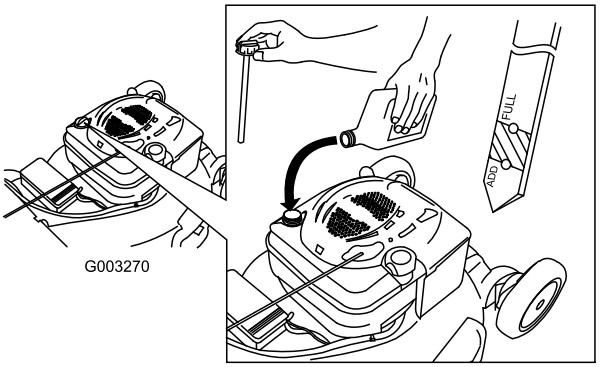

Figuur 6
2. Neem de peilstok eruit (Figuur 6) en giet ongeveer 3/4 van de capaciteit van het oliecarter in de vulbuis.
5. Haal de peilstok eruit en controleer het oliepeil; zie Figuur 6.
- Als het oliepeil te laag is, giet u langzaam een kleine hoeveelheid olie in de vulbuis. Herhaal vervolgens stappen 3 tot 5 totdat het oliepeil juist is; zie Figuur 6.